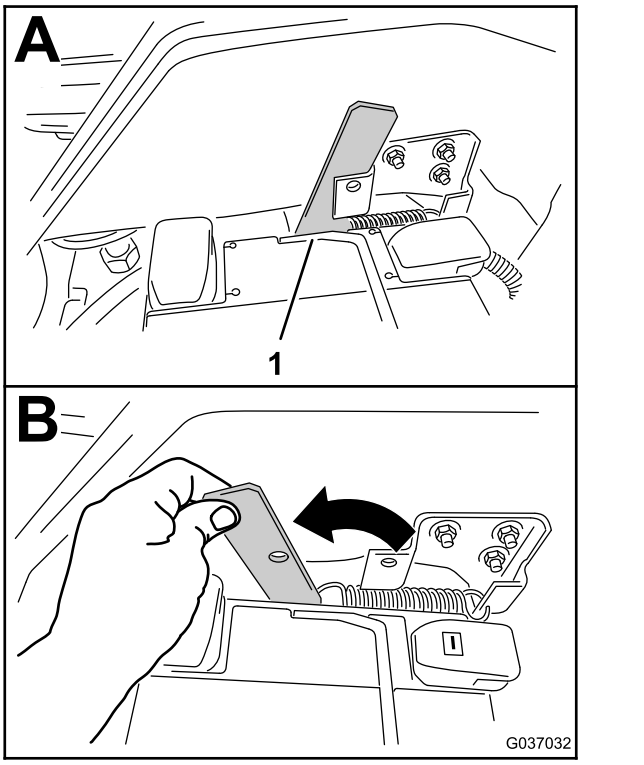

Figur 3
3. Dra handtaget framåt för att lossa plattformen från maskinens chassi (Figur 3).